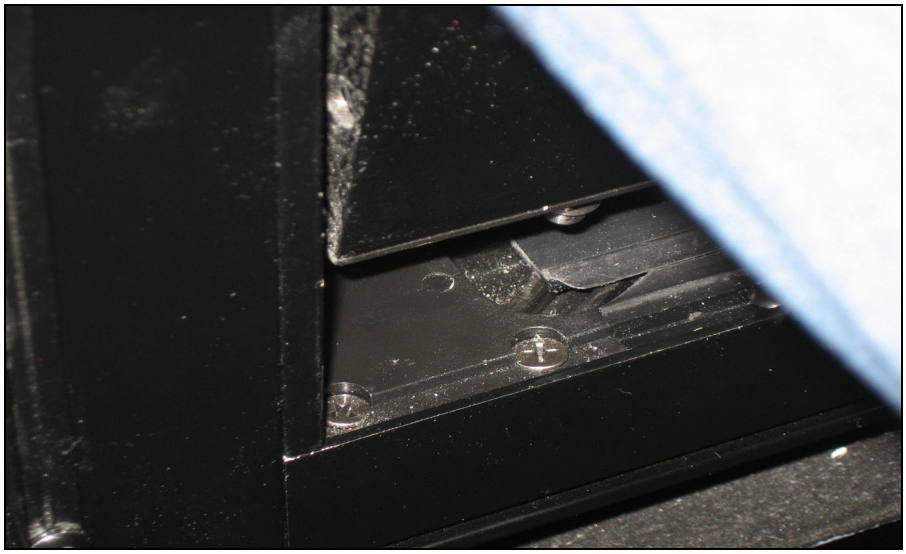

FIGURE 107: POSITIONING THE LOWER LEFT CORNER OF THE SASH
2. Position the left hand lower corner of the sash over the front cam follower block (Figure 107)